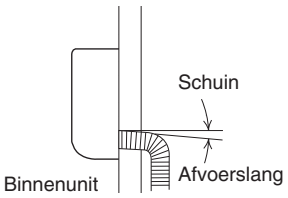

Afb. 3-35
a) De afvoerslang moet naar buiten toe naar beneden lopen. (Afb. 3-35)